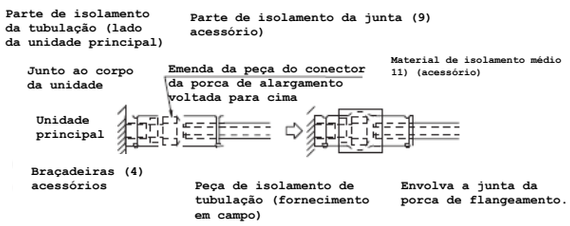

Figura 12
(2) Após concluir a conexão da tubulação, verifique se há vazamentos de gás.
(3) Após verificar se não há vazamento de gás, isole corretamente a peça do conector da tubulação com material de isolamento. **Consulte a Figura 12.**
- Ao realizar o isolamento, certifique-se de conectar a junta fornecida às partes de isolamento (8) e (9) da tubulação do lado do líquido e da tubulação do lado do gás. Além disso, posicione as emendas das partes de isolamento da junta (8) e (9) voltadas para cima. (Aperte ambas as extremidades com as braçadeiras (4).
- Para a tubulação do lado do líquido e a tubulação do lado do gás, envolva o material de isolamento médio (11) e (12) ao redor das partes de isolamento da junta (8) e (9). Certifique-se de cobrir completamente as áreas com o material de isolamento para garantir um isolamento adequado. (Peça da porca de alargamento) Para as tubulações conectadas localmente, envolva o material de isolamento até as conexões da tubulação. Certifique-se de cobrir completamente as conexões com o material de isolamento para garantir uma vedação adequada e evitar perdas de energia. A tubulação nua pode resultar em condensação e queimaduras.